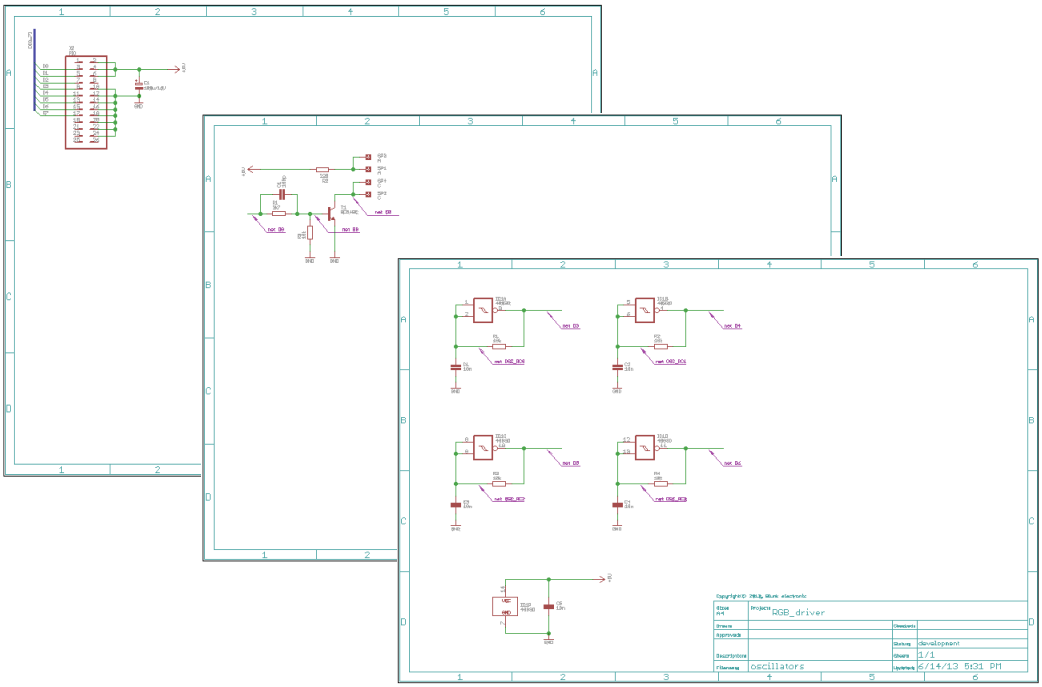

Figure 1: individual sub module schematics
1. Draw sub module schematics with development frames (Figure 1).